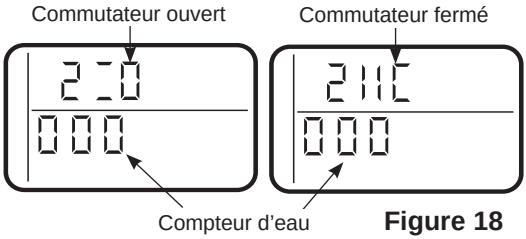

Figure 18
1. Maintenez une pression sur **MODE/SET** durant 3 secondes jusqu'à voir apparaître « Set low salt alarm » sur l'écran, pressez ensuite **MODE/SET** deux fois jusqu'à voir apparaître « 000 », puis relâchez, voir Figure 18.
3. Les symboles sur l'écran indiquent le fonctionnement du commutateur de POSITION, voir Figure 18.